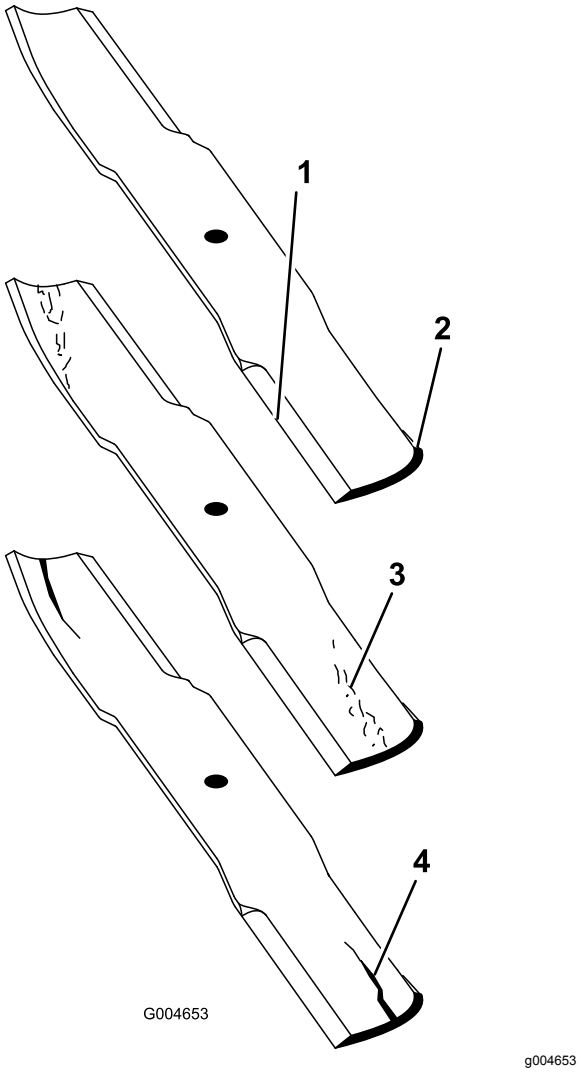

**Figur 91**
2. Undersøk kniveggene nøye, særlig der de flate og bøyde delene av kniven møtes (Figur 91).
**Merk:** Siden sand og slipende materiale kan slite på metallet mellom den flate og bøyde delen av kniven, kontrollerer du kniven før du bruker klippeenheten. Skift ut kniven hvis du oppdager slitasje (Figur 91).